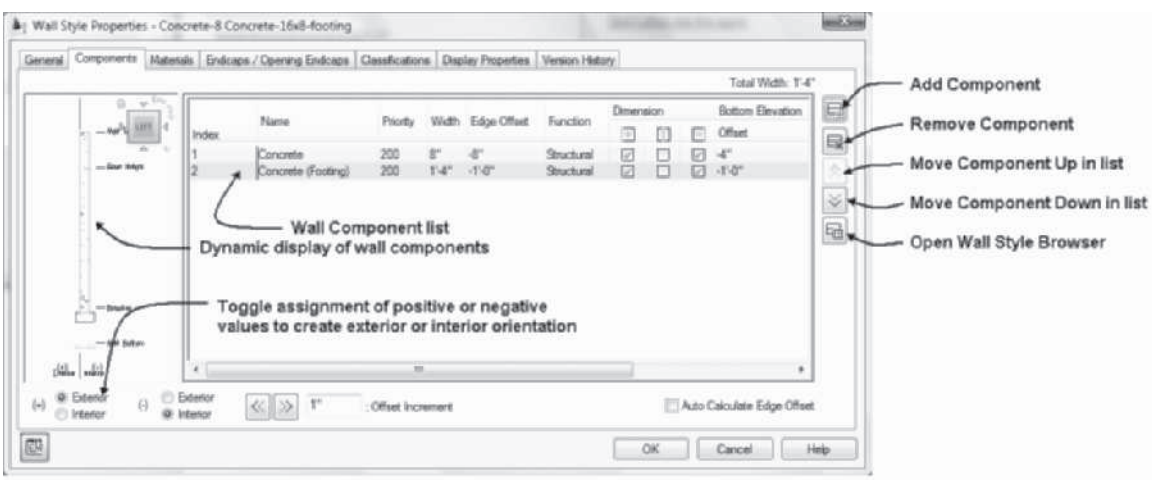
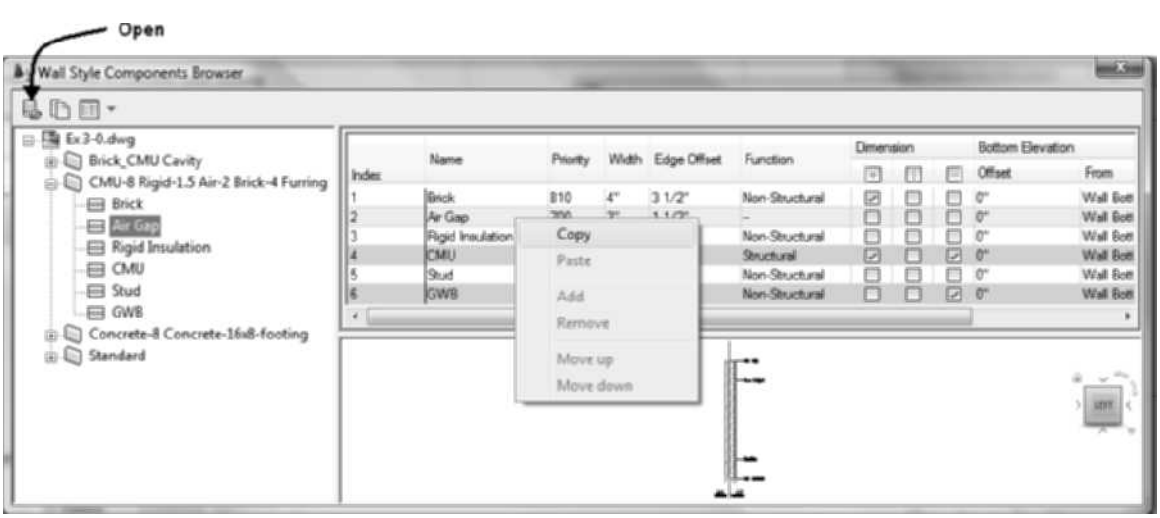

FIGURE 3.12 *Components tab of the Wall Style Properties dialog box*
FIGURE 3.13 *Components from wall styles listed in the Wall Style Components Browser*
8. Choose the Components tab to review the settings of the components, which define the wall style. The left pane provides a dynamic view of the wall style as shown in Figure 3.12.
10. In this step, you will move a component up within the list of components. Choose Index 2 column to select the Concrete (Footing) component, and choose the Move Component Up in List button as shown at right in Figure 3.12.
11. Choose Index 1 component to reselect Concrete (Footing), then choose Move Component Down button as shown in Figure 3.12.
12. Note the wall style is defined with the exterior of the wall components located at left or in the positive direction as shown in the lower-left corner of Figure 3.12.
13. Choose the Open Wall Style Browser button located at right in Figure 3.12 to open the Wall Style Component Browser as shown in Figure 3.13.
14. You may choose the **Open drawing** button shown in Figure 3.13 of the Wall Style Browser to open files for the import of wall components into the current style. The Wall Style Components Browser of Figure 3.13 lists the wall styles of the current drawing. Therefore, to import a component, choose the + sign of the left pane to expand the CMU-8 Rigid-1.5 Air-2 Brick-4 Furring [CMU-190 Rigid-038 Air-050 Brick-090 Furring] wall style. Select the Air Gap component, right-click, and choose **Copy**. Move the cursor to right pane of the Components tab of the Wall Style Properties palette, right-click, and choose Paste to add this component into the current wall style.
15. To remove the Air Gap component, select the component and then choose Remove Component button shown at right in the Components tab in Figure 3.12.
16. Select Index 1 to choose the Concrete component, and choose the Add Component button shown at right in Figure 3.12 to copy the Concrete component. There are now three Index numbers that identify each component whereas the remaining columns define the size and location of the component.